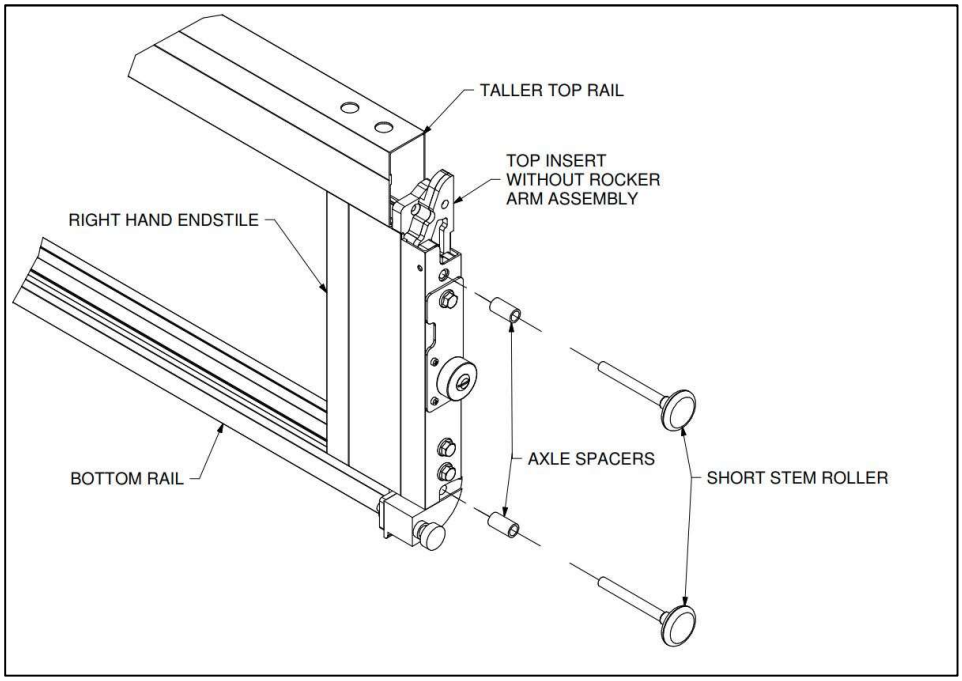

***Figure 25– TOP SECTION***
67. The top section is taller than the intermediate section and does not have rocker arm assemblies. See **Figure 25**.